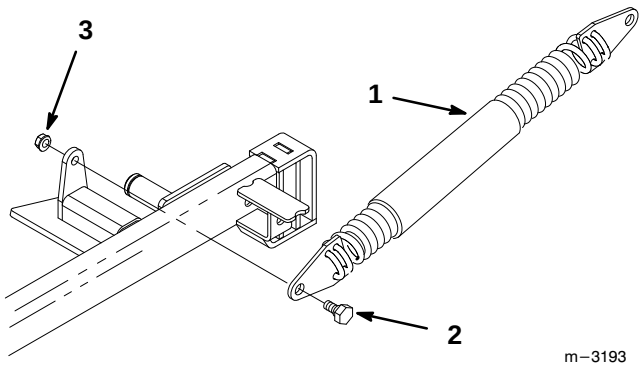

Figure 6
4. Secure spring end plate assembly to carrier frame with 3/8” x 7/8” (23 mm) shoulder bolt and 3/8” locknut (Fig. 6).